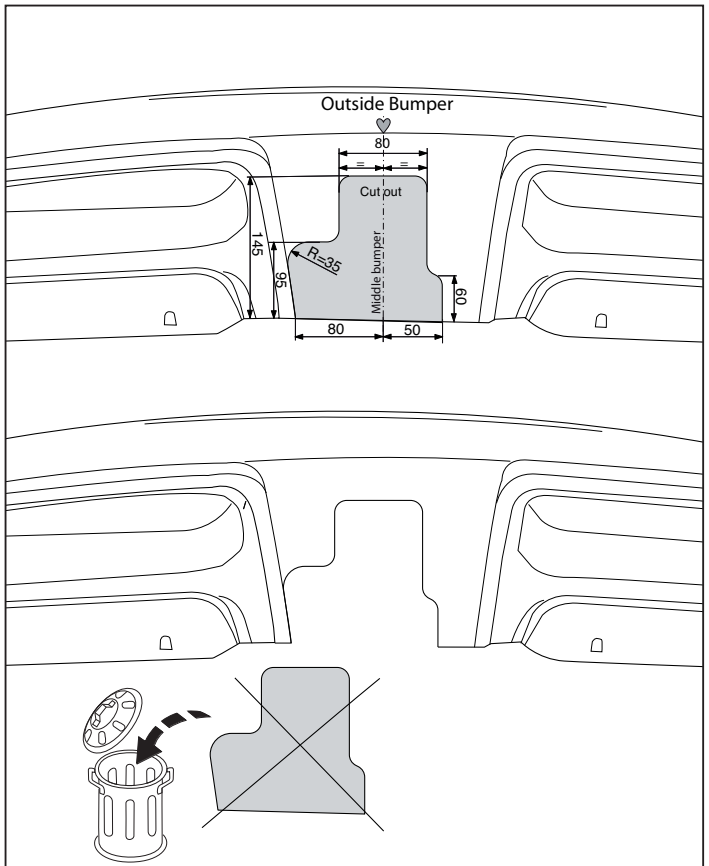

Fig. 3
9. Выпилить обозначенную часть, как указано на рис.3.